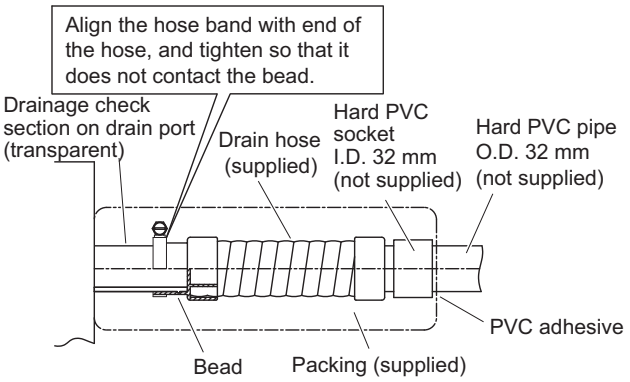

Fig. 2-192
The unit's transparent drain port allows you to check the drainage. (Fig. 2-192)
- Insert the drain pipe until it contacts the socket, as shown in Fig. 2-192, then secure it tightly with the hose band.
- Tighten the hose clamps so their locking nuts face upward. (Fig. 2-192)